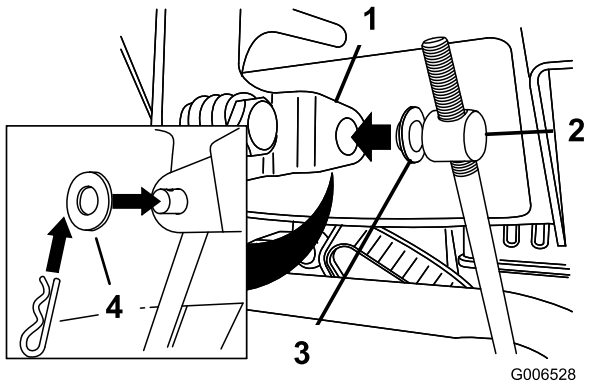

Rysunek 11
3. Zdejmij zawleczkę i podkładkę zewnętrzną z czopu zawieszenia obrotowego na górnym końcu drążka zmiany biegów (Rysunek 11).
Informacja: W celu ułatwienia montażu, pozostaw podkładkę płaską na czopie zawieszenia obrotowego (Rysunek 11).
6. Unieś drążek zmiany biegów i włóż czop zawieszenia obrotowego w otwór w dźwigni wybieraka biegów (Rysunek 11).